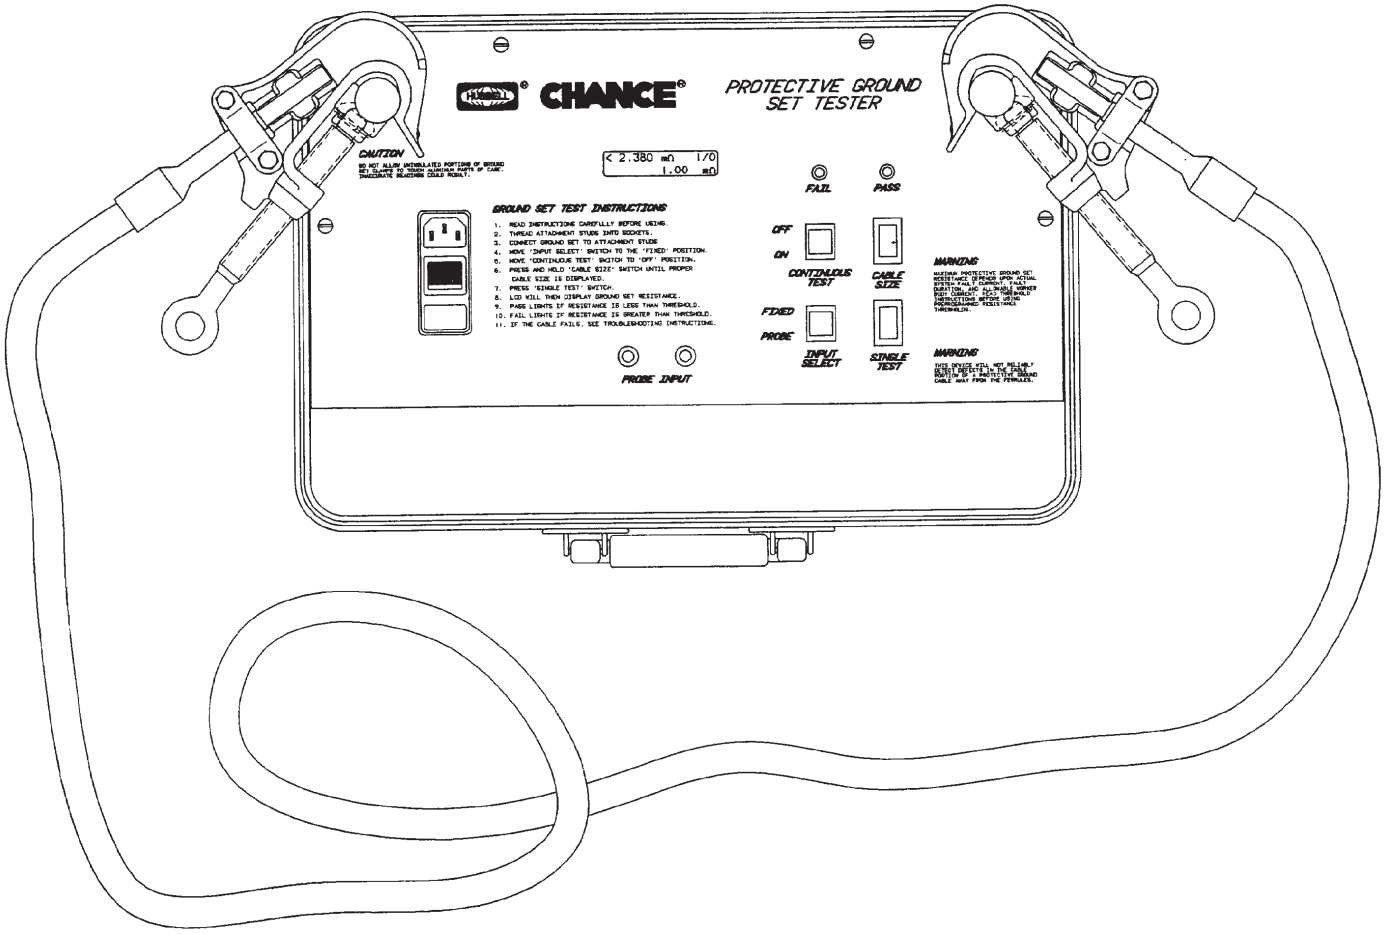

Figure 3: Ground Set Testing Setup
Figure 3 shows the test setup required to test a protective ground set. The protective ground set under test must always be connected between the fixed connection connections regardless of the mode of testing. The ground set carries the test current from one fixed input to the other during testing. Without the ground set, the resulting open circuit prevents the resistance measurement. If the ground set is left unconnected and the 'INPUT SELECT' is in the 'FIXED' position, the display will read 'OVER RANGE' after a test. If the ground set is left unconnected and the 'INPUT SELECT' is in the 'PROBE' position, the display will be erratic. The erratic display is unpredictable and does not indicate resistance.
3. Brush the ground clamps to remove any oxidation or contamination and then securely connect the Grounding Set to be tested to the attachment studs. A low resistance connection must be maintained while testing the ground set. (Figure 3 shows typical test setup.)
3. Connect the Grounding Set to be tested to the attachment studs. A low resistance connection must be maintained while testing the ground set. Figure 3 shows typical test setup.